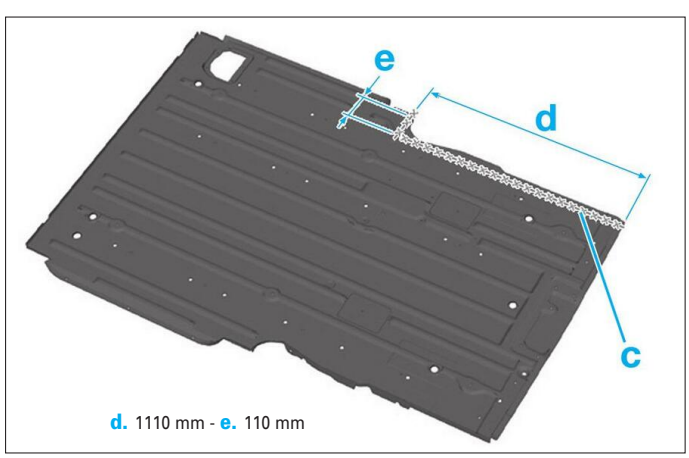

**FIG. 92**
• Tracer puis découper le planche arrière en (c) **(Fig.92)**.